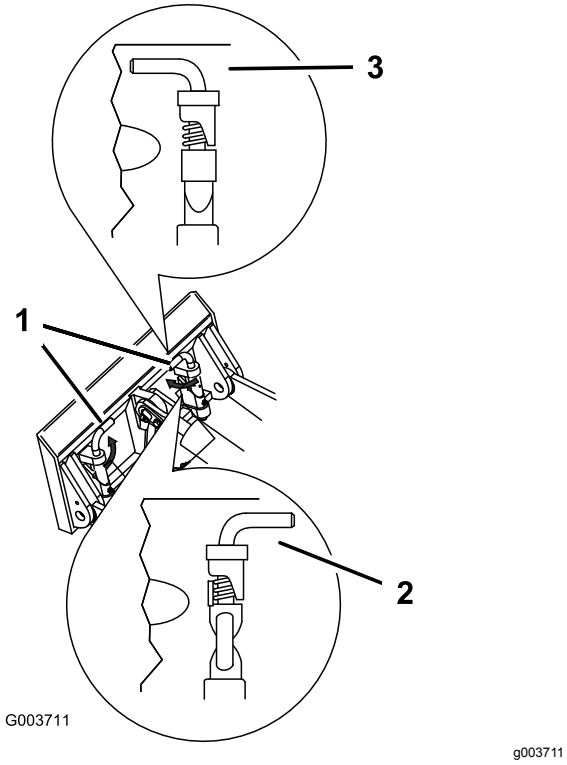

**Rysunek 33**
7. Załóż sworznie szybkomocujące upewniając się, że zostały całkowicie osadzone w płycie montażowej (Rysunek 33).